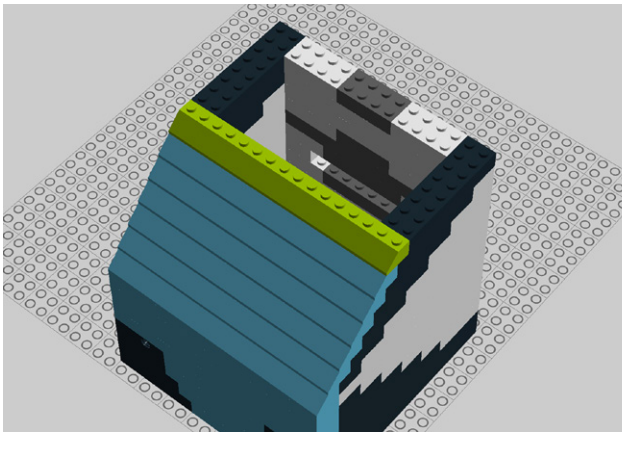

Figure 9-61. *Step 56: Adding yet more slopes*
56. Time for six 2x2 and one 2x4 translucent slopes (Figure 9-61).